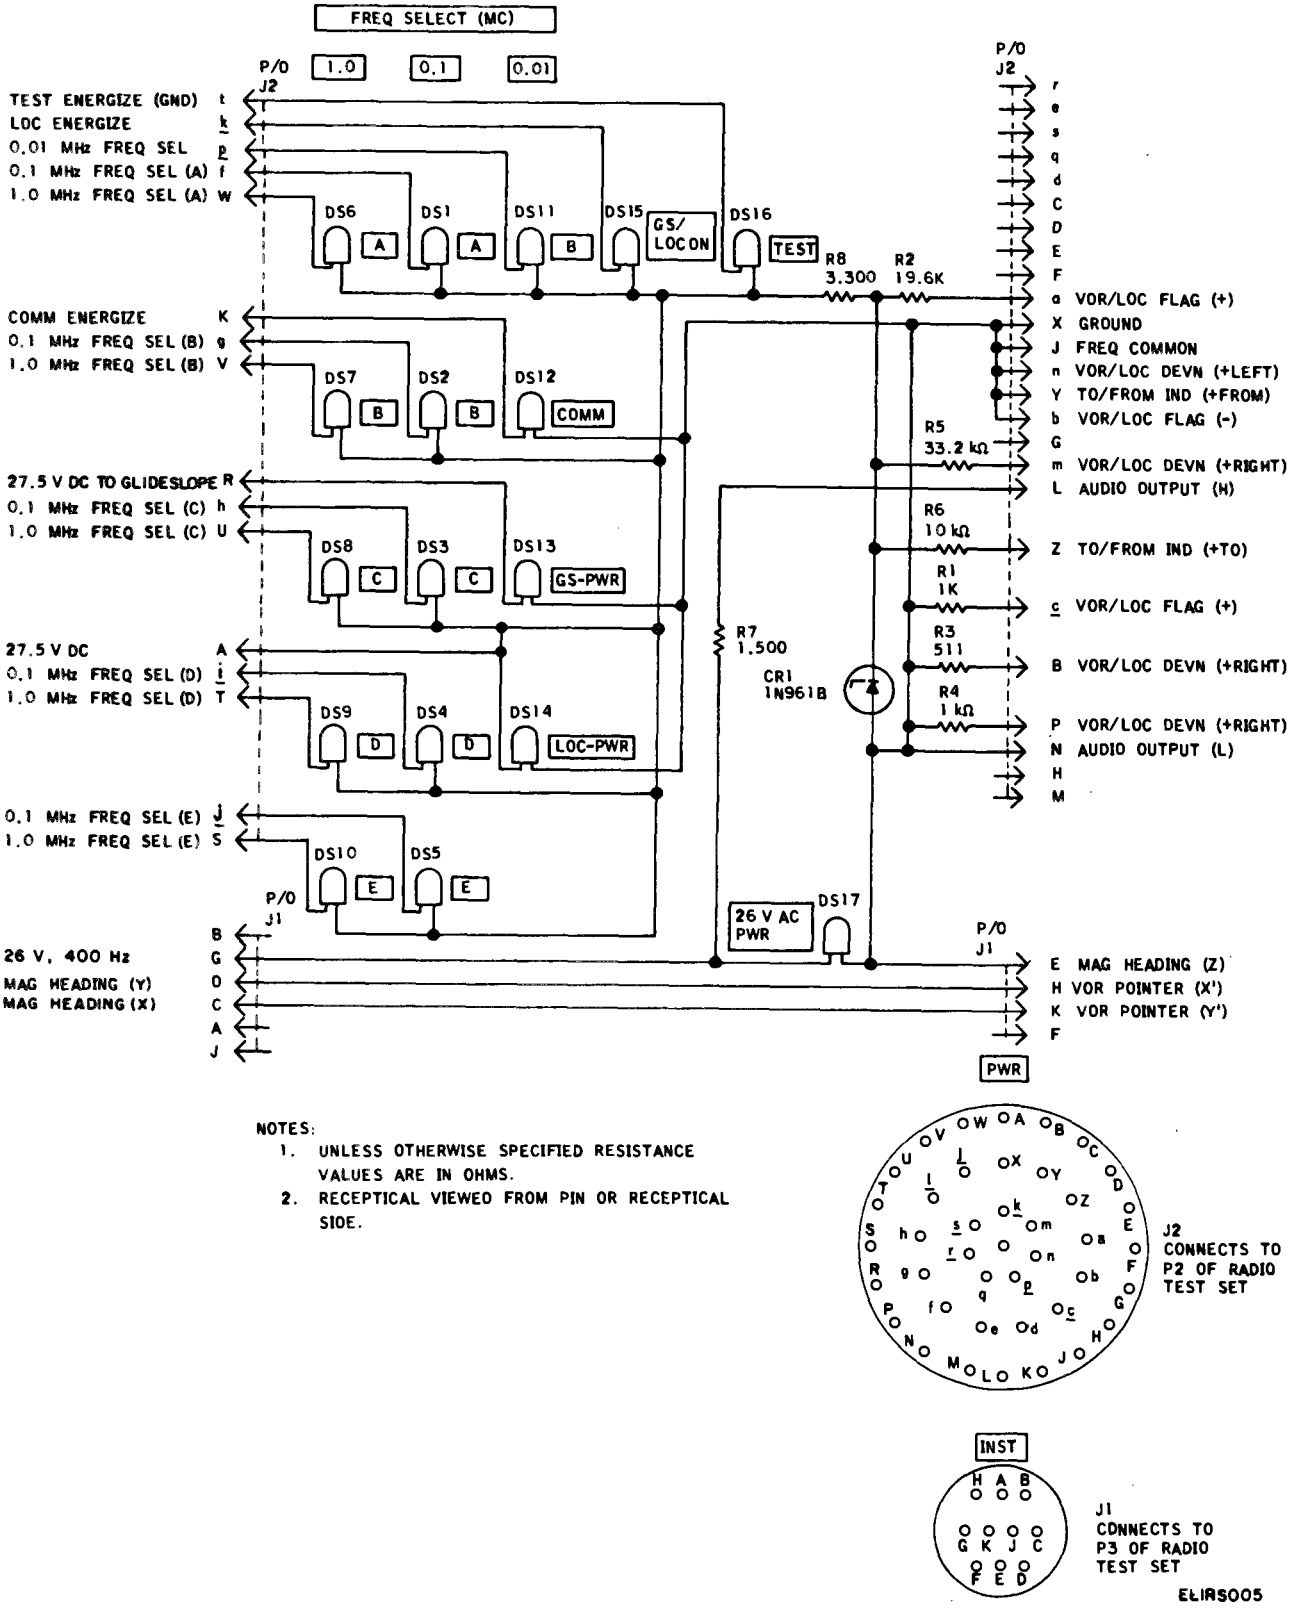

Figure 1-5. Aircraft Test Set Wiring Harness TS-2501/ARM-92, schematic diagram.
The TS-2501/ARM-92 (aid box) (fig. 1-5) is primarily intended for testing a new radio receiver installation wiring harness, hut it can he used for a quick check on the test set. The main circuits are as follows:
g. All other circuits in the aid box may be checked by using the resistance chart in paragraph 2-6. Remove all equipment connected to the aid box before attempting resistance measurements. When an improper resistance reading is obtained, refer to the schematic diagram in figure 1-5 to isolate the trouble.